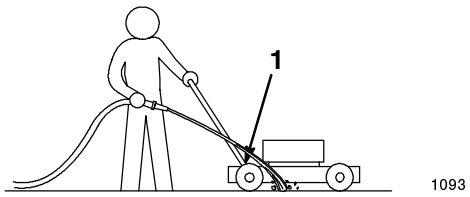

**Figure 21**
3. Hold the running garden hose at handle level and direct the water to flow on the ground just in front of the right rear tire (Fig. 21).